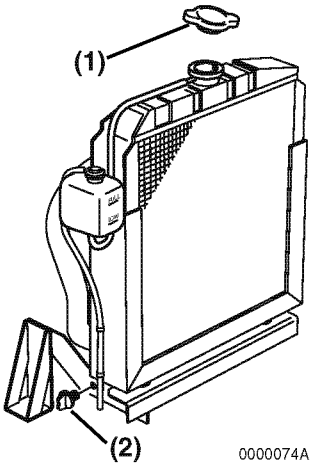

Figure 8-4
2. Remove the radiator cap **(Figure 8-4, (1))**.
3. Remove the drain plug or open the drain cock **(Figure 8-4, (1))** at the lower portion of the radiator and drain the coolant.